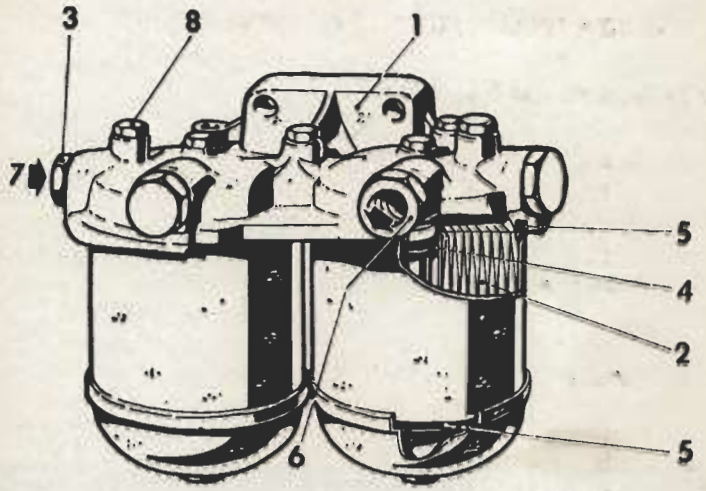

**Fig. 3.3. - Filtro principal de combustible**
**Cambio del elemento filtrante en el filtro principal** (fig. 3.3):